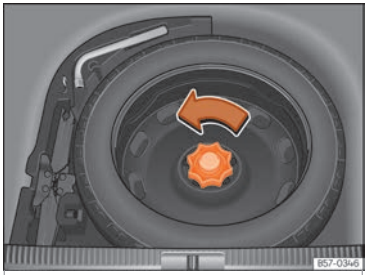

Fig. 311 Ruotino di scorta: piano di carico sollevato.
– Girare la manopola in senso antiorario ››› fig. 311.